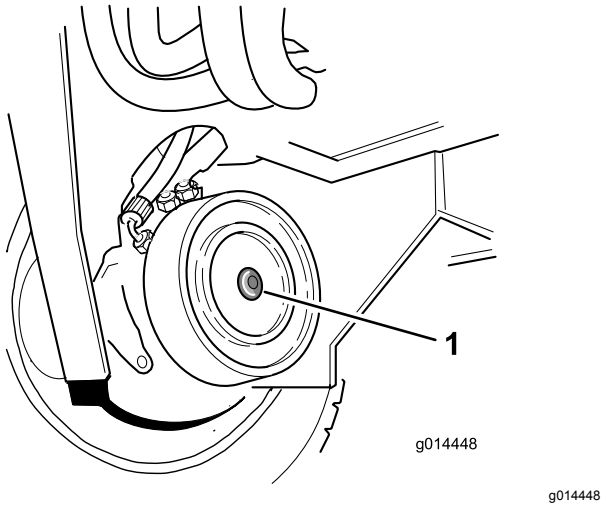

Figuur 44
2. Ga naar de schijfrem van het rechter voorwiel en verwijder de zeskantige plug (Figuur 44).